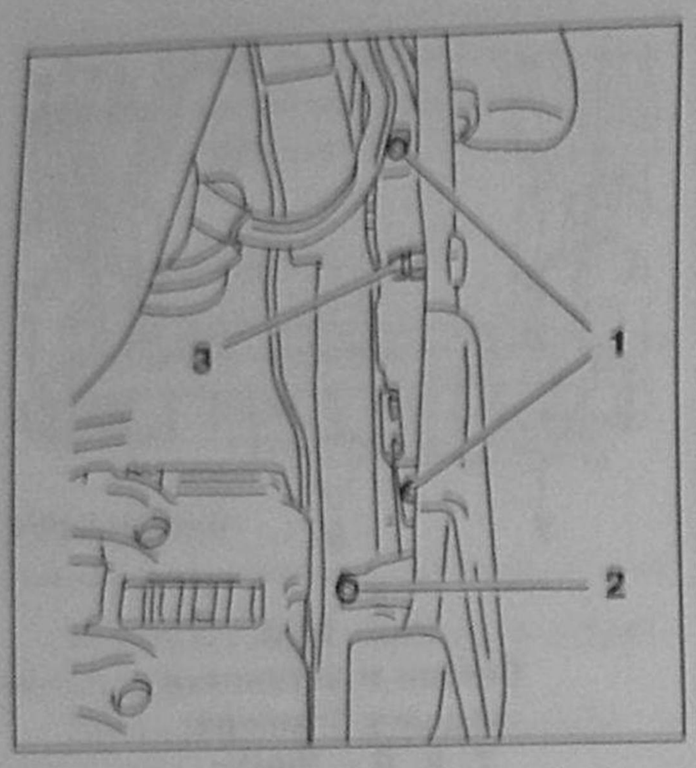

Рис. 10.5.
4. Снимите винты **1** и **2** (рис. 10.5).